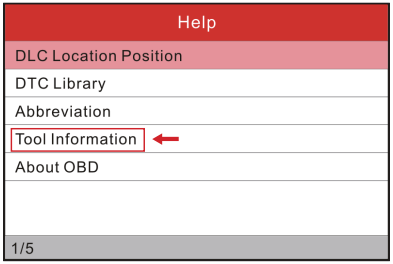

Abbildung 4
6. Wählen Sie ‚Geräteinformation' (siehe Abbildung 4) und drücken Sie zum Aufrufen die Taste [OK].